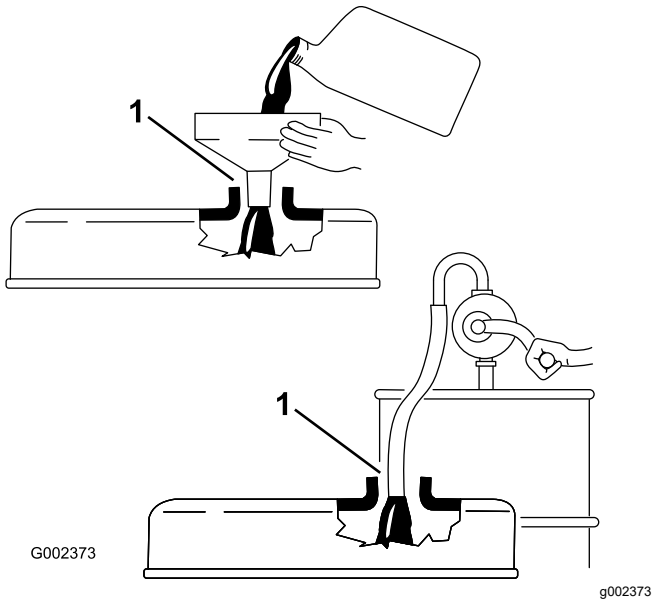

**Figura 30**
***Importante:*** **Rimuovete l'asta di livello mentre versate l'olio nel motore. In caso di aggiunta o rifornimento di olio, vi *deve essere* gioco tra il dispositivo e il foro di riempimento dell'olio nel coperchio della valvola, come mostrato in Figura 30. Tale gioco è necessario a consentire lo sfiato durante il riempimento, impedendo una fuoriuscita dell'olio nello sfiatatoio.**